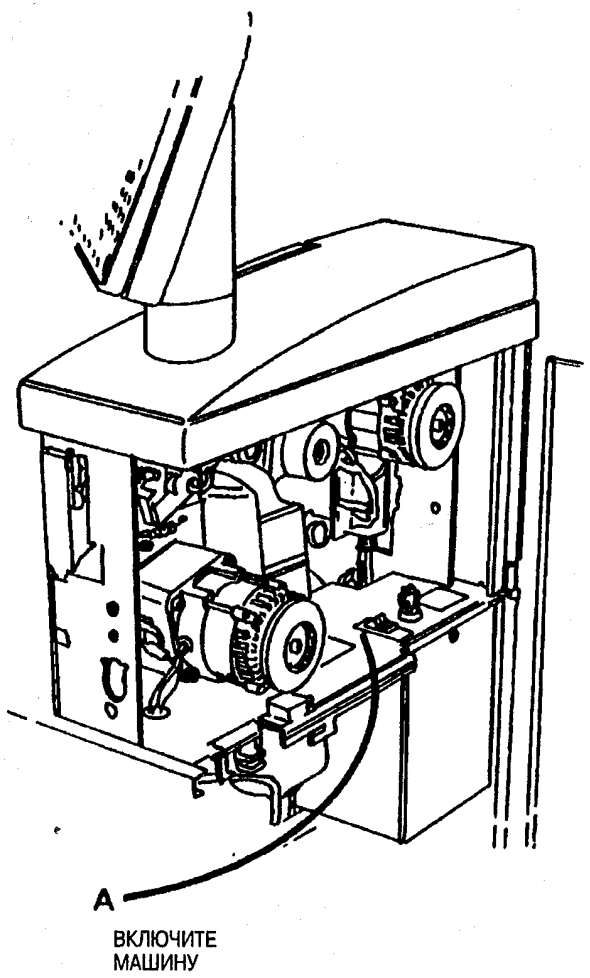

Рис. 5. Включите машину
13. (Рис. 5): Включите машину.